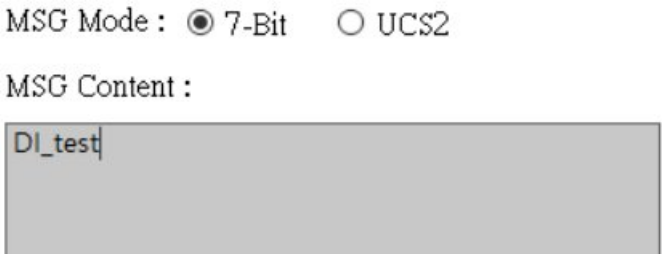

Figure 6.10.10
H. Select the alert message content encoding method and fill in the alert message content as shown in Figure 6.10.10